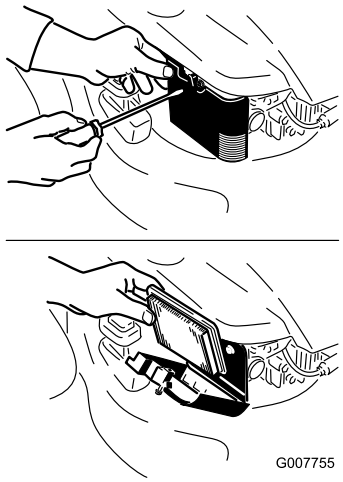

Bild 23
2. Öffnen Sie die Luftfilterabdeckung und nehmen Sie den alten Luftfilter heraus (Bild 23).